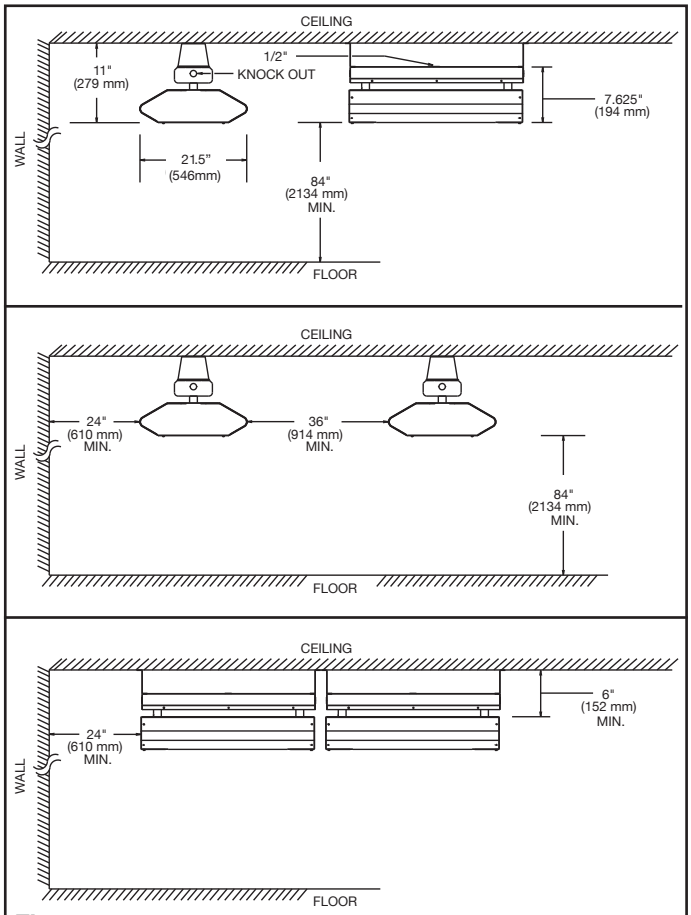

**Figure 1**
5. Minimum clearances, as specified in Figure 1, must be maintained. Keep combustible material, such as boxes, crates, etc., away form heater.
**Mounting Limitations** – Refer to Figure 1 for mounting limitations. Observe all minimum dimensions from ceiling, walls, floor, and combustible material.